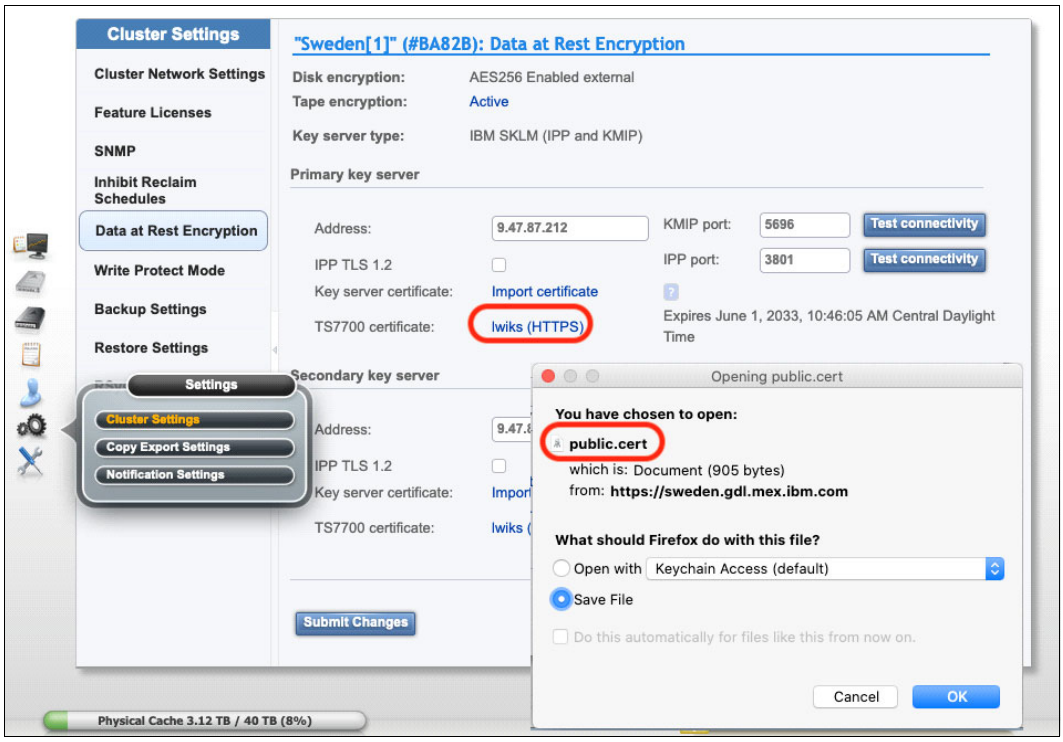

Figure J-11 Downloading the TS7700 HTTPS certificate
2. Click the **lwiks (HTTPS)** hyperlink to download the LWIKS certificate, as shown in Figure J-11. This hyperlink is visible for the following instances only:
If you obtained the TS7700 certificate by using the method that is described in "Downloading a copy of the LWIKS certificate" on page 1027 (see Figure J-11 on page 1028), the downloaded LWIKS public certificate features a `*.cert` extension. However, IBM Security Guardium Key Lifecycle Manager can upload certificates with the `*.cer` extension only.